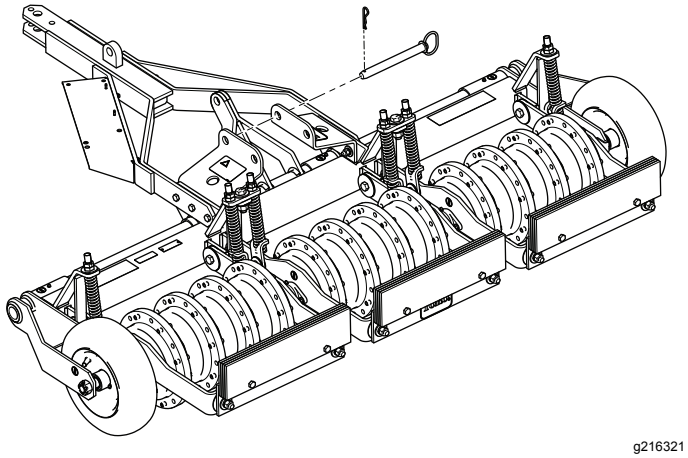

Figure 8
5. Install the lock pin and secure it with the small hairpin cotter as shown in Figure 8.